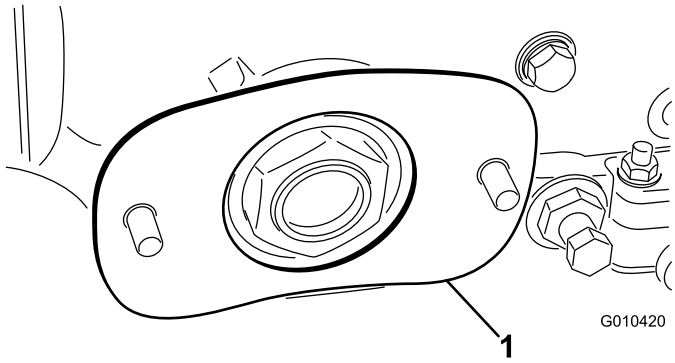

Bild 5
8. Legen Sie die Beilagscheibe auf die Schrauben und richten diese so aus, wie in Bild 5 abgebildet.